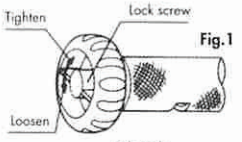

Fig.1
(1) Loosen the lock screw. (See Fig.1)